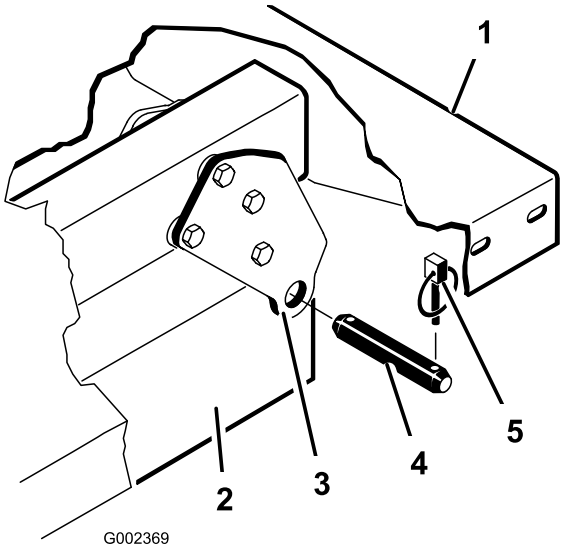

**Figur 33**
**Bemærk:** Sørg for, at de bageste drejeplader boltes til bundstellet/kanalen, så den lave ende vipper bagud (Figur 33).